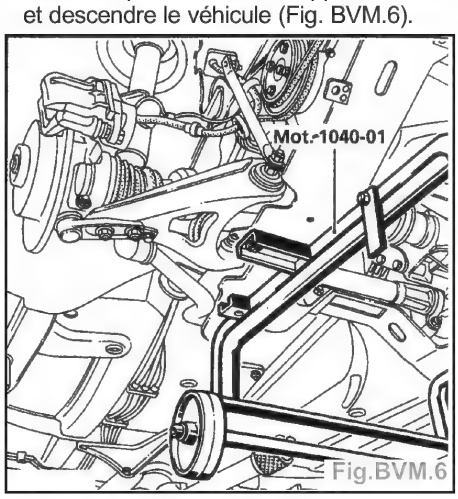

Fig.BVM.6
- Mettre en place le chariot support berceau et descendre le véhicule (Fig. BVM.6).